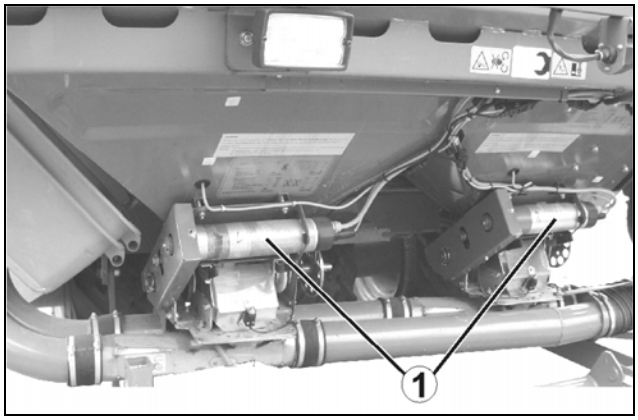

図 77
- ダイレクトドライブとしての電動モーター付き電動完全計量（図 77）。